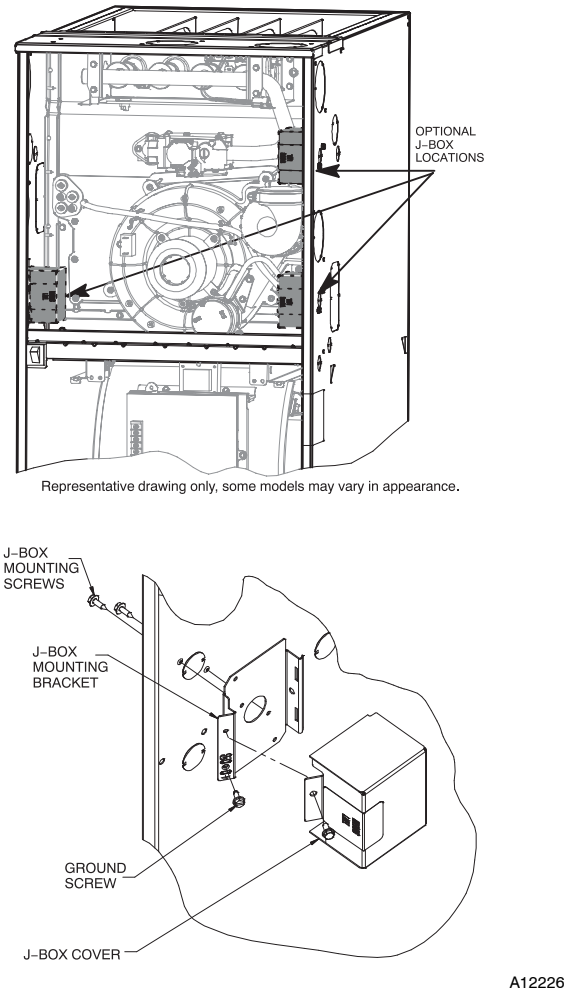

**Fig. 33 - Installing J-Box (When Used)**
The J-Box cover, mounting bracket and screws are shipped in the loose parts bag included with the furnace. The J-Box can be mounted on the left or right side of the casing, as viewed from the upflow position. See Fig. 33.
Align the J-Box mounting bracket against the inside of the casing and secure the mounting bracket with the screws. See Fig. 33.
6. Connect field ground wire and factory ground wire to green ground screw on J-Box mounting bracket as shown in Fig. 33.
1. Install J-Box mounting bracket to inside of furnace casing. See Fig. 33.
5. Connect field ground wire and factory ground wire to green ground screw on J-Box mounting bracket as shown in Fig. 33.
7. Attach furnace J-Box cover to mounting bracket with screws supplied in loose parts bag. Do not pinch wires between cover and bracket. See Fig. 33.
4. Connect field ground wire and factory ground wire to green ground screw on J-Box mounting bracket as shown in Fig. 33.